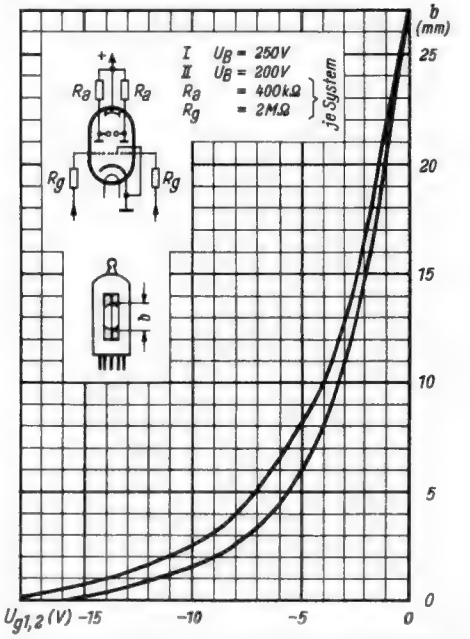

Bild 7. Schattenlänge als Funktion der Gittervorspannung für die einfache Schaltung der Röhre EMM 801
1. Die einfache Schaltung, wie sie für die bisher bekannten Abstimmanzeigeröhren üblich ist. *Bild 7* zeigt die Kennlinien hierfür. Die geringfügigen Unterschiede in den Schattenlängen der beiden Systeme lassen sich mit einer Symmetrierschaltung beseitigen.